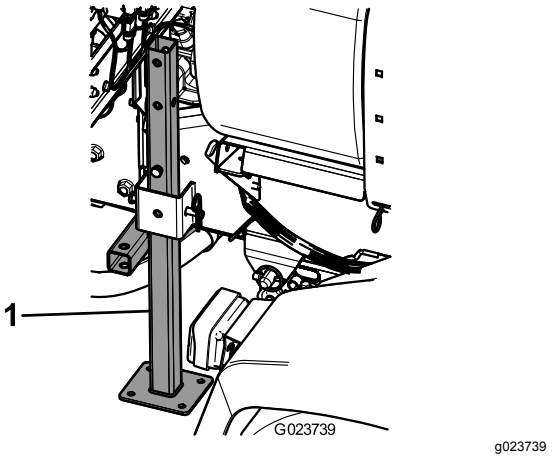

**Figur 41**
3. Før de bakre jekkstøttene inn fra bunnen, opp i rammen, nær de bakre festepunktene (Figur 41).